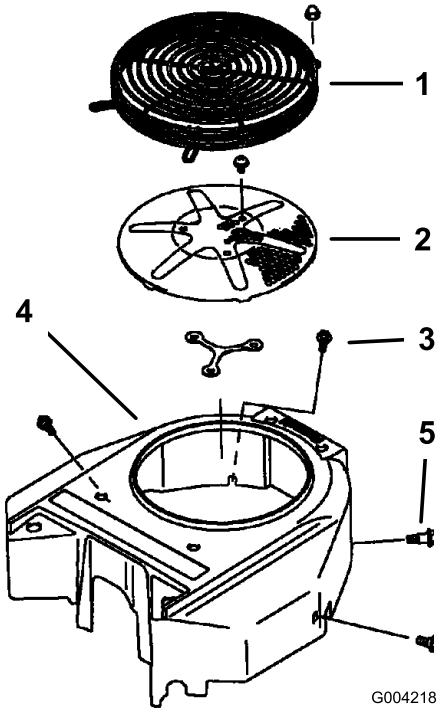

Figur 60
3. Ta bort luftintagsgallret och fläkthuset (Figur 60).
5. Montera luftintagsgallret, startsnöret och fläkthuset (Figur 60).